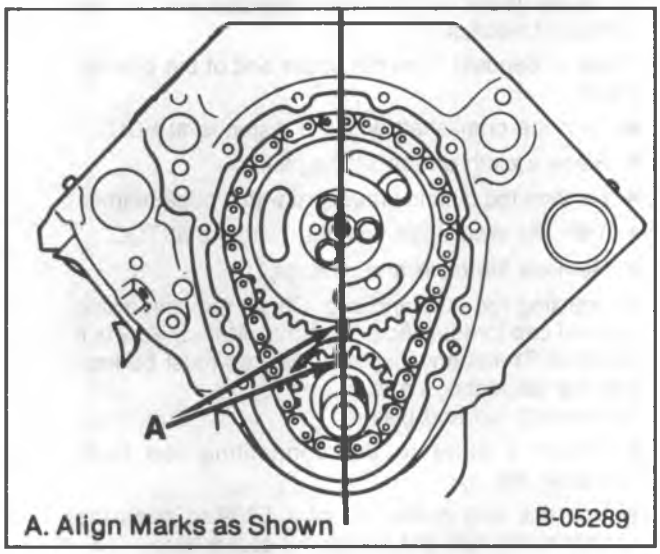

Figure 23—Timing Marks
Remove or Disconnect (Figures 23, 24, and 25)
12. Align the timing marks (Figure 23).
Install or Connect (Figures 23 through 25 and 33 through 36)
- Line up the timing marks on the camshaft sprocket and crankshaft sprocket (figure 23).